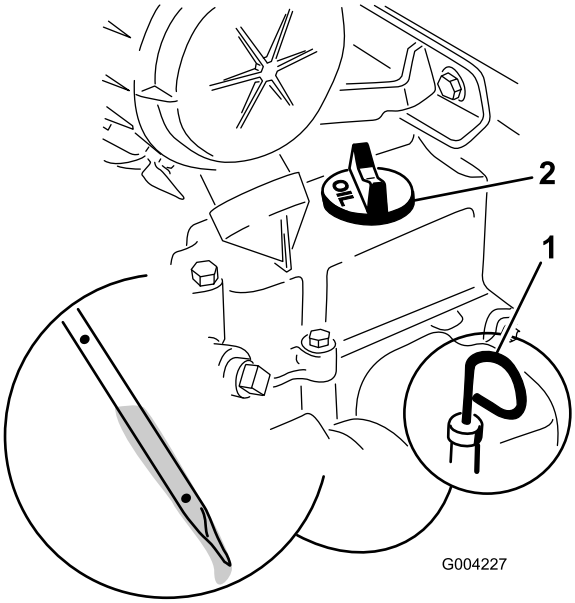

Rysunek 15
2. Wyciągnij wskaźnik poziomu i przetrzyj go czystą szmatką (Rysunek 15).
3. Wsuń wskaźnik poziomu do rurki i upewnij się, że jest wsunięty do końca (Rysunek 15).
4. Wyjmij wskaźnik poziomu i sprawdź poziom oleju (Rysunek 15).
5. Jeżeli poziom oleju jest niski, odkręć korek wlewu oleju (Rysunek 15) i wlej taką ilość oleju, aby poziom sięgał oznaczenia Pełny (Full) na wskaźniku.
6. Wsuń wskaźnik poziomu do oporu w swoje miejsce (Rysunek 15).